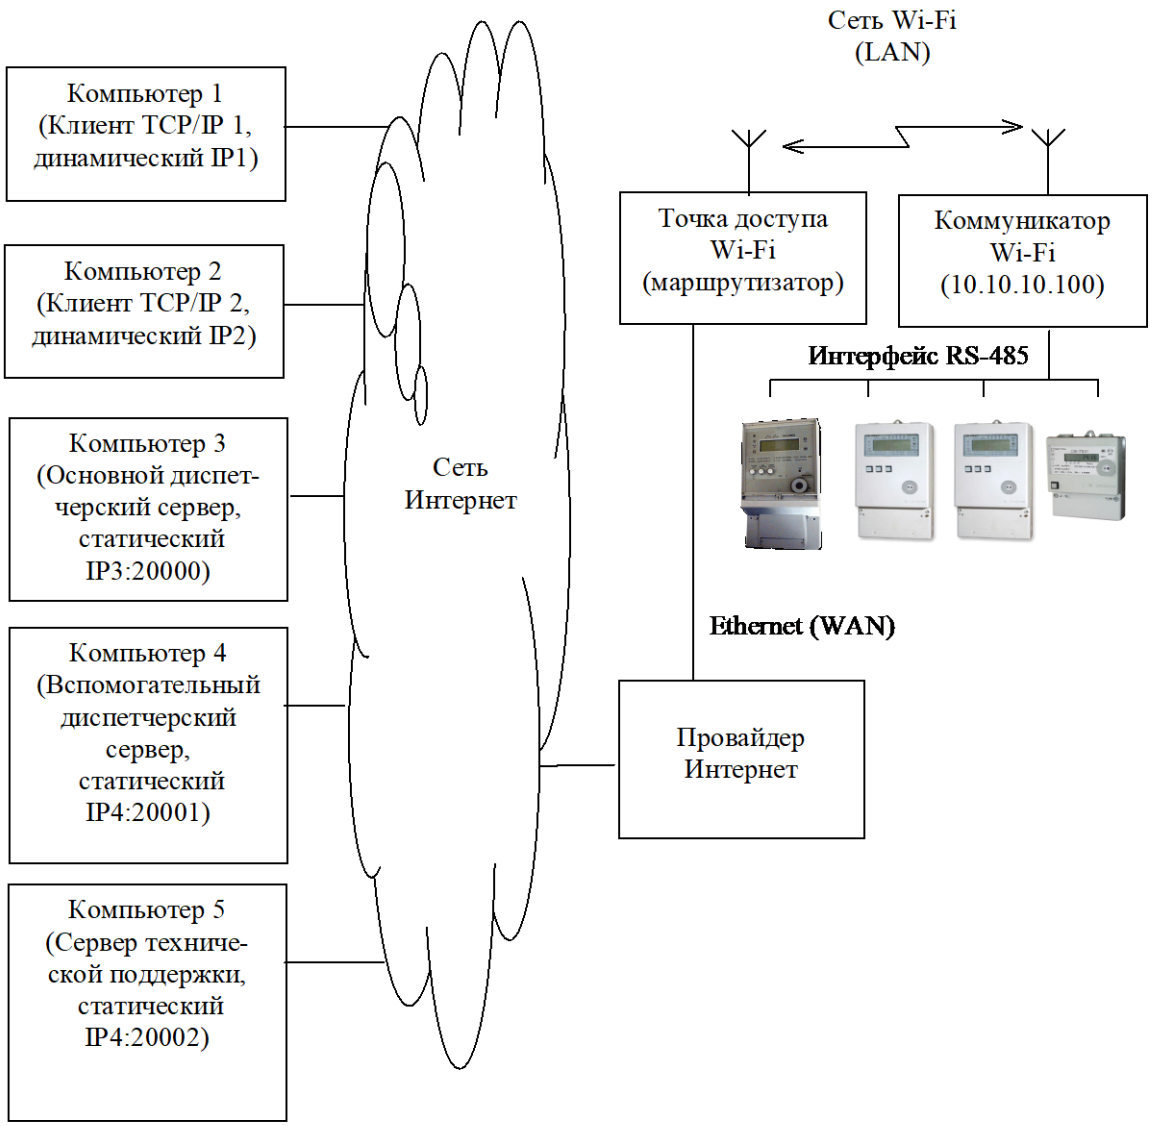

Рисунок 22 - Схема системы для работы в локальной сети Wi-Fi с выходом в Интернет
5.2.5 Что бы компьютеры 1, 2, как клиенты TCP/IP, могли подключиться к коммуникатору как к серверу через Интернет, точка доступа Wi-Fi должна иметь статический IP-адрес в сети Интернет. Прослушиваемый коммуникатором порт (65000 по умолчанию) должен быть перенаправлен через NAT со статического IP-адреса точки доступа в сети Интернет на IP-адрес коммуникатора в сети Wi-Fi (на примере рисунок 22 - 10.10.10.100).